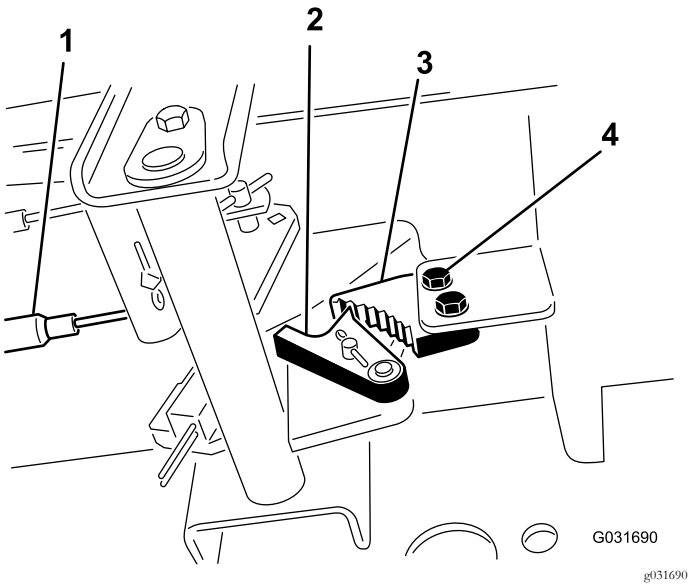

**Figura 55**
1. Allentate le due viti che fissano il nottolino del freno di stazionamento al telaio (Figura 55).
2. Premete in avanti il pedale del freno di stazionamento finché il fermo non s'innesta completamente nel nottolino del freno (Figura 55).